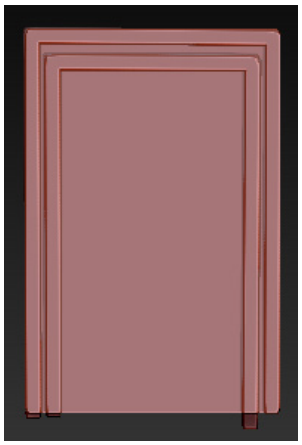

Figure 3-103 *Another frame created for the door*
7. Create another frame for the door, as shown in Figure 3-103.